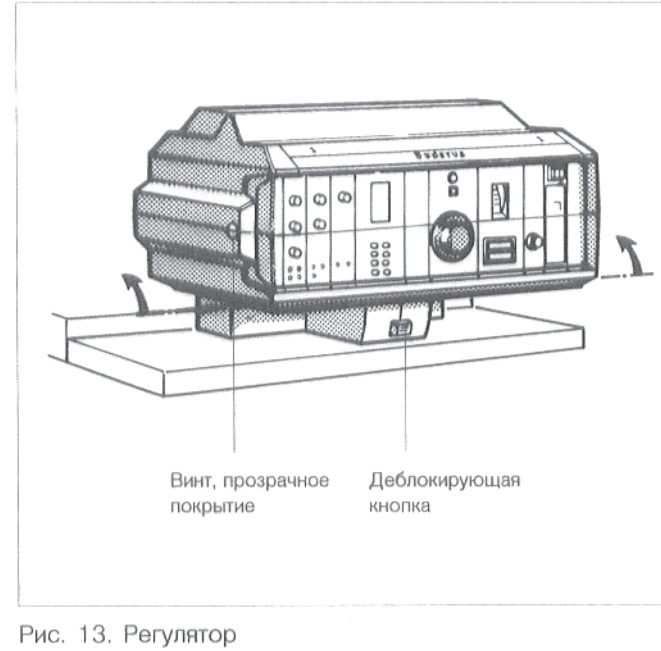

Рис. 13. Регулятор
- Установить шлиц крепежного винта для прозрачного покрытия регулятора в горизонтальное положение, например, при помощи монеты. Вставить прозрачное покрытие с передней стороны и установить шлиц винта в вертикальное положение (рис. 13).
Для более хорошей обозримости элементов управления регулятора, верхнюю часть возможно откинуть вверх, при этом регулятор возможно зафиксировать в двух позициях (рис. 13).
При установке в исходное положение необходимо нажать деблокирующую кнопку (рис. 13).